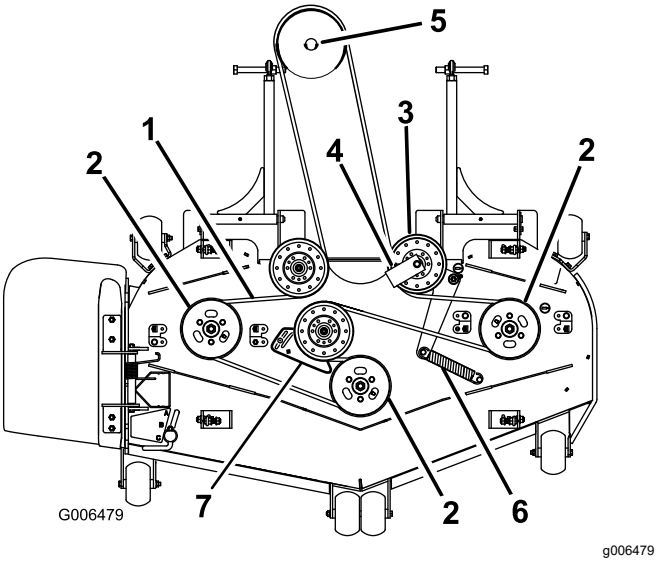

Figuur 83
7. Verwijder de riemgeleider van de veerbelaste spanpoelie die afgebeeld is in Figuur 83.
9. Leg de nieuwe riem rond de poelies van het maaidek en de poelie van de tandwielkast onder de motor (Figuur 83).
10. Monteer de riemgeleider op de veerbelaste spanpoelie in een hoek van 45° zoals wordt getoond in Figuur 83. Draai de bouten vast met een torsie van 37 tot 45 N·m.
11. Monteer de veer van de spanpoelie op de twee polen (Figuur 83).